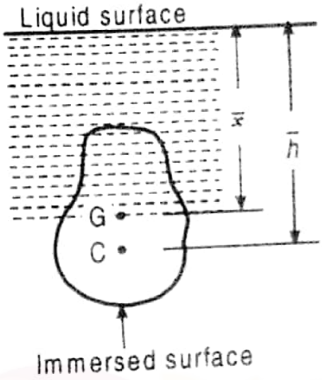

Fig. 3.3
2. *Vertically immersed surface.* The total pressure on a vertically immersed surface, as shown in Fig. 3.3 , is given by